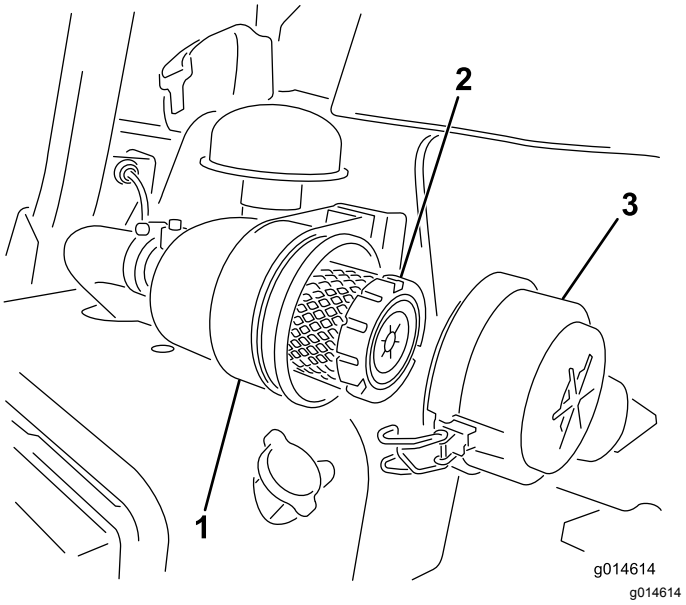

**Figur 23**
1. Åbn låsene, der fastgør luftfilterdækslet til luftfilterhuset (Figur 23).
7. Fastgør låsene (Figur 23).